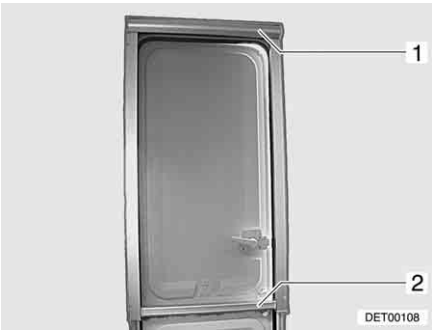

Fig. 32 Insect screen
The insect screen of the split conversion door is located in the upper blind box (Fig. 32,1).
- Pull the insect screen down by the bar (Fig. 32,2) until it latches in place.
- Press the bar (Fig. 32,2) down slightly, until the latch is released, then slowly guide the insect screen back into the blind boxes.